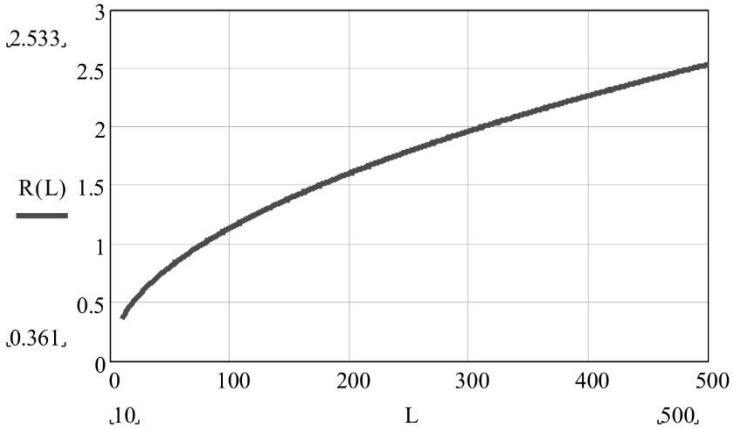

Рис. 4.3
4.4 Максимальная ширина ЧЗ на открытом участке зависит от угла наклона вектора поляризации антенн (угла наклона блоков) и расстояния между БПРД и БПРМ, определяется для угла наклона по ориентировочному графику ориентировочному графику (см. рис. 4.3) при L (в метрах) равном половине расстояния между БПРД и БПРМ. Ширина ЧЗ на конкретном отрезке определяется по тому же графику, но при L равном удвоенному расстоянию до ближайшего блока.
2) ширина ЗО зависит от ориентации БПРД и БПРМ, расстояния до отражающих предметов (заграждений, стен зданий и т. п.) и установленных порогов и может быть как меньше, так и больше приведенной на рис. 4.3.;